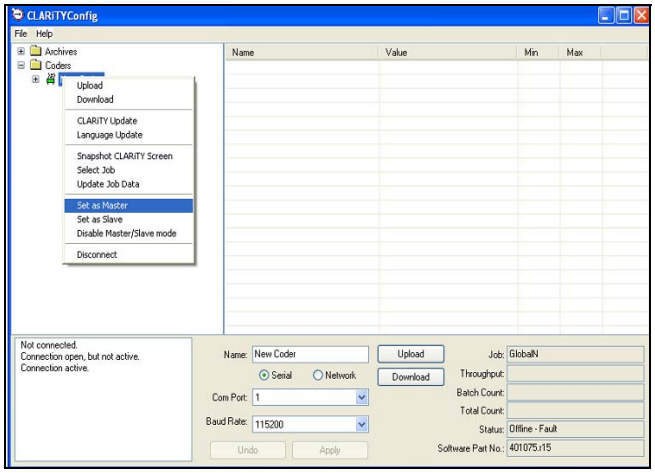

Figure 5-53: Set as Master Command
2. Select *Set as Master,* as shown in drop down table in Figure 5-53.